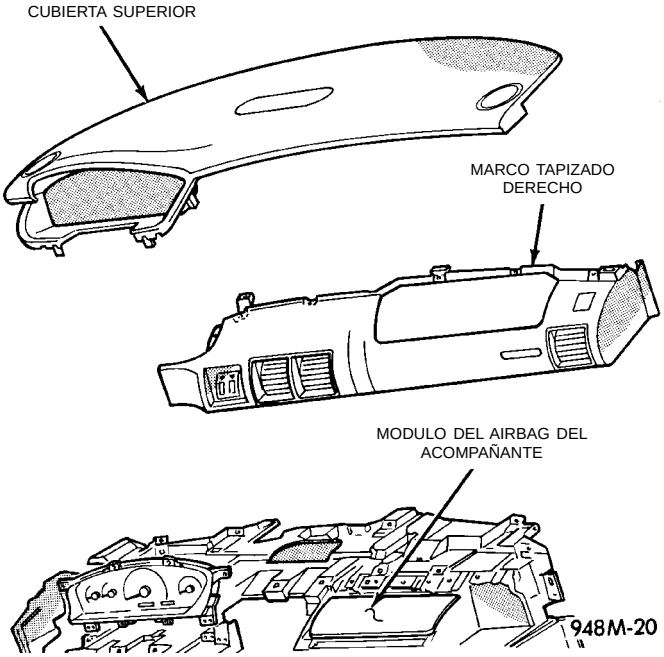
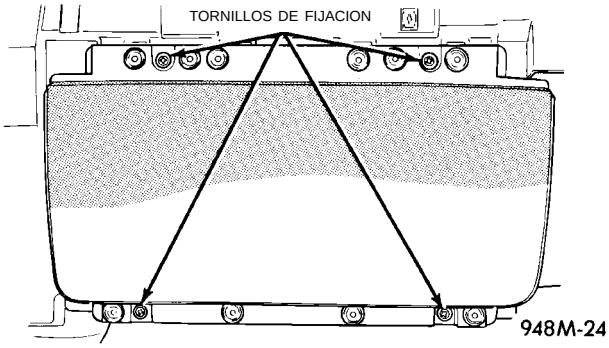
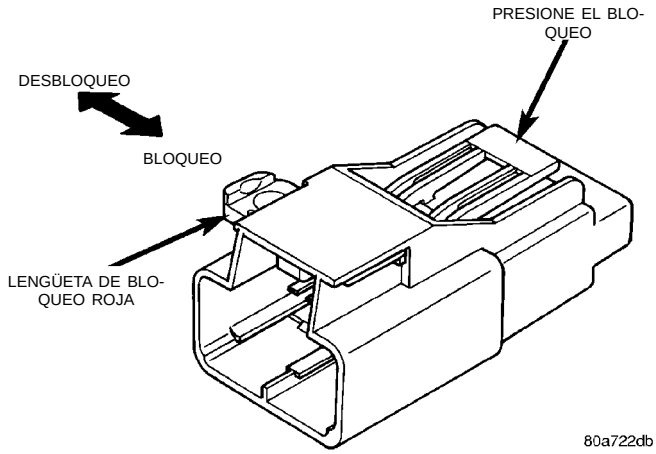

Fig. 23 Tablero de instrumentos
Fig. 24 Módulo del Airbag del acompañante
Fig. 25 Conector del módulo del airbag
(1) Desconecte y aísle el cable negativo de la batería.
(2) Retire la cubierta superior del tablero de instrumentos (Fig. 23).
(3) Retire el marco tapizado derecho del tablero de instrumento.
(4) Abra la guantera y empuje los laterales hacia adentro para pasar más allá del tope de la puerta y abrir la caja.
(5) Retire los cuatro tornillos del tapizado que fijan el módulo del airbag del acompañante a la parte superior del tablero de instrumentos (Fig. 24).
(6) Retire la dos tuercas de fijación del módulo de la estructura de sostén.
(7) Levante el módulo hasta que aparezca el conector del cable y desconecte del módulo el conector de 4 vías. Destrabe la lengüeta roja de fijación y presione el cerrojo para liberar el conector (Fig. 25).
(2) Enrolle/pliegue el airbag hacia el tablero de instrumentos.
(3) Cierre la cubierta sobre el módulo del airbag plegado y aplique cinta adhesiva en la cubierta cerrada.
(4) Retire la cubierta superior del tablero de instrumentos (Fig. 23).
(5) Retire el tapizado del lado derecho del tablero de instrumentos.
(6) Abra la puerta de la guantera y empuje los laterales hacia adentro para pasar más allá del tope de la puerta y abrir la caja.
(7) Retire los cuatro tornillos del tapizado que fijan el módulo a la parte superior del tablero de instrumentos (Fig. 24).
(8) Retire la dos tuercas de fijación del módulo de la estructura de sostén.
(9) Levante el módulo hasta que aparezca el conector del cable y desconecte del módulo el conector de 4 vías. Destrabe la lengüeta roja de fijación y presione el cerrojo para liberar el conector.